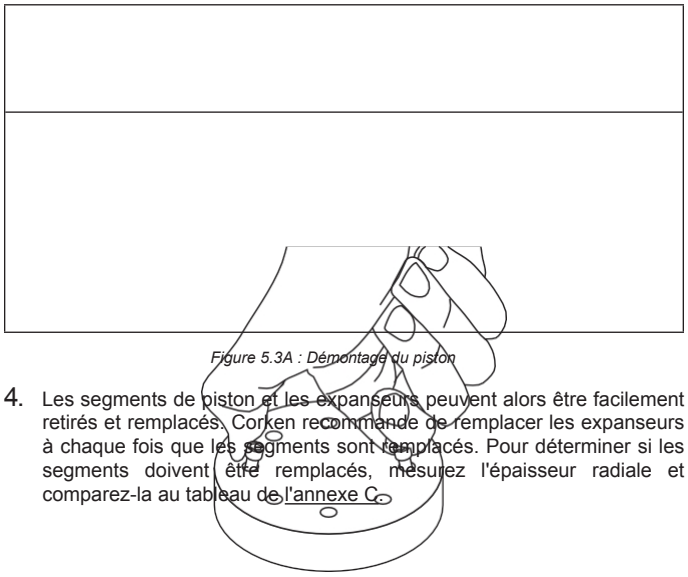

Figure 5.3A : Démontage du piston
3. Desserrez les boulons de la tête du piston. Retirez le piston comme indiqué dans la figure 5.3A en pinçant les deux boulons desserrés ensemble.
3. Retirez la tête du piston en desserrant et en retirant les boulons à tête creuse qui la fixent à la plate-forme du piston (voir figure 5.3A).
3. Retirez le capuchon du piston en desserrant et en retirant les boulons à tête creuse qui le maintiennent au piston (voir figure 5.3A).